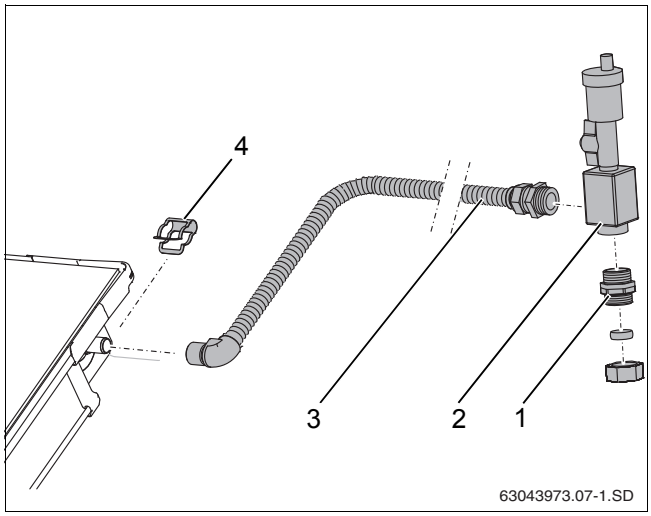

Рис. 37 Монтаж воздушного клапана под крышей
- Наденьте соединительную трубу (рис. 37, [3]) на штуцер подающей линии коллектора и зафиксируйте зажимом (рис. 37, [4]).
- Заверните соединительную трубу (рис. 37, [3]) и двойной ниппель (рис. 37, [1]) в воздухосборник (с кольцевым уплотнением).
- Подсоедините сборную линию к двойному ниппелю с зажимным кольцом (рис. 37, [1]).